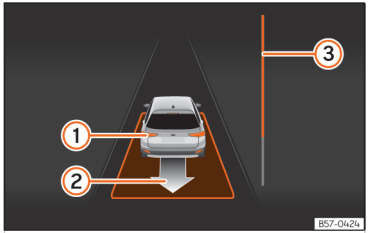

Abb. 128 Am Bildschirm des Kombi-Instruments: parallel zur Fahrbahn ausparken.
- Fahren Sie rückwärts, bis das Dauertonsignal des ParkPilot ertönt; **ODER:** fahren Sie zurück, bis am Bildschirm des Kombi-Instruments die Anzeige zur Vorwärtsfahrt erscheint. Die Fortschrittsanzeige ››› (Abb. 128) ③ zeigt den zurückzulegenden Abstand an.